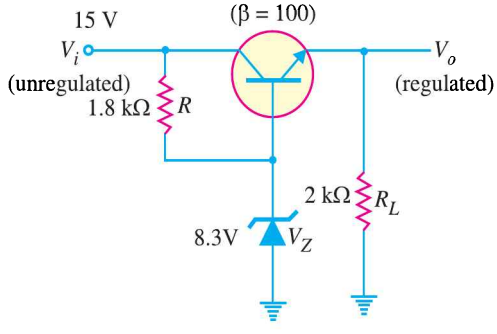

Fig. 17.34
4. Calculate the output voltage and zener diode current in the regulator circuit of Fig. 17.34 **[7.6 V, 3.66 mA]**